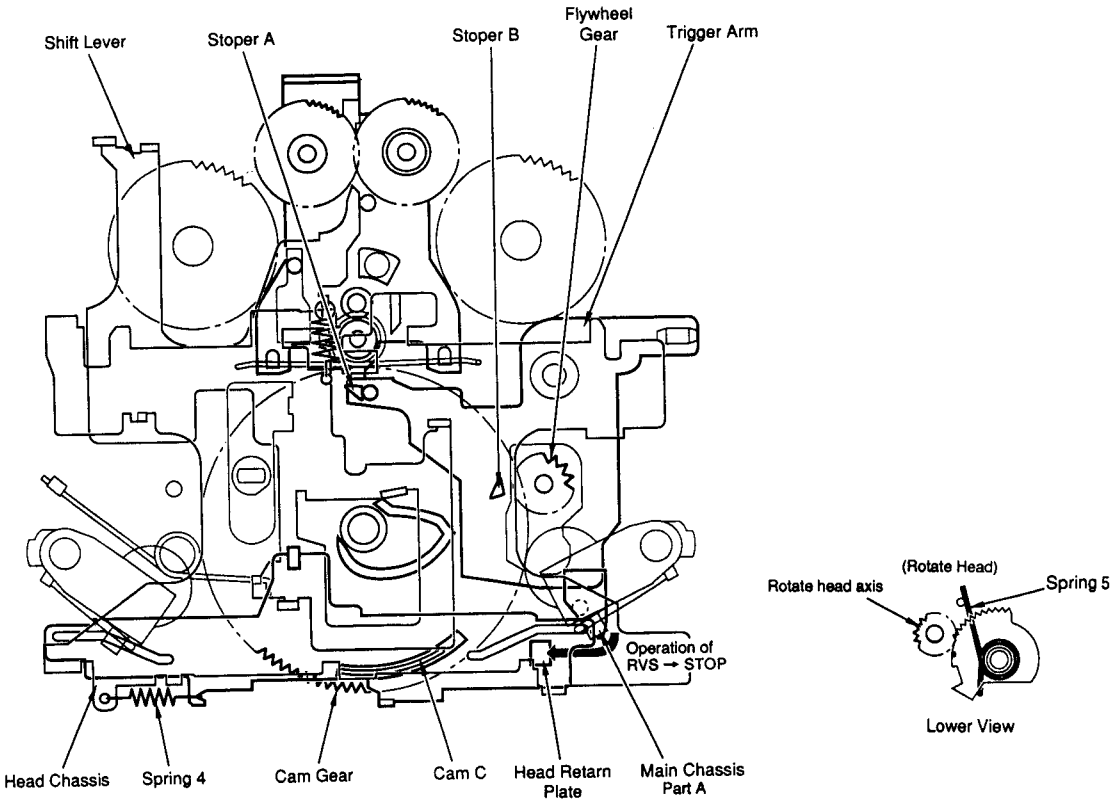

FIG. 13
5) FWD/REV PLAY, FF•CUE/REW•REV → STOP [Fig. 13]